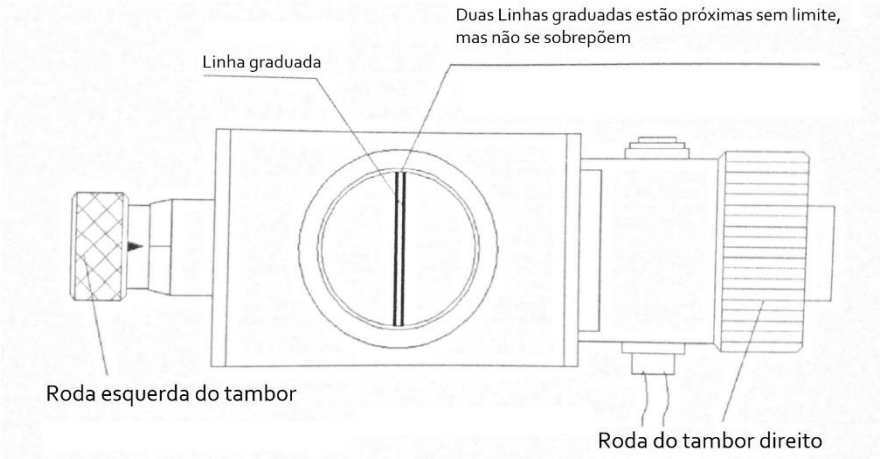

Fig. 6
3.4.11 Gire a Roda do Tambor Direito (19) para mover a linha graduada da ocular, habilite duas linhas graduadas próximas (Fig. 6). Quando o lado interno de duas linhas graduadas está quase sem limite (o lado interno das linhas graduadas atinge o estado crítico sem espaço entre elas para permitir que a luz penetre, mas duas linhas graduadas são proibidas de se sobreporem), pressione a tecla Set Zero (CLR), neste momento, o valor de dl na tela principal é zero, na posição zero para termo da técnica. Agora, o comprimento da linha diagonal de recuo pode ser medido na ocular.